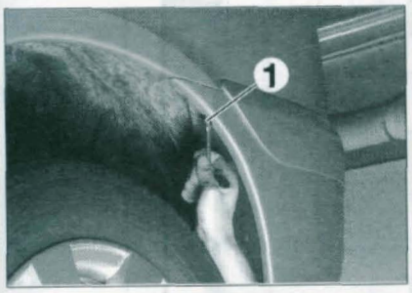

FIGURE 11-16
• Déposer les vis de fixation latérales (1) du bouclier sur l'aile **(figure 11-16)**.